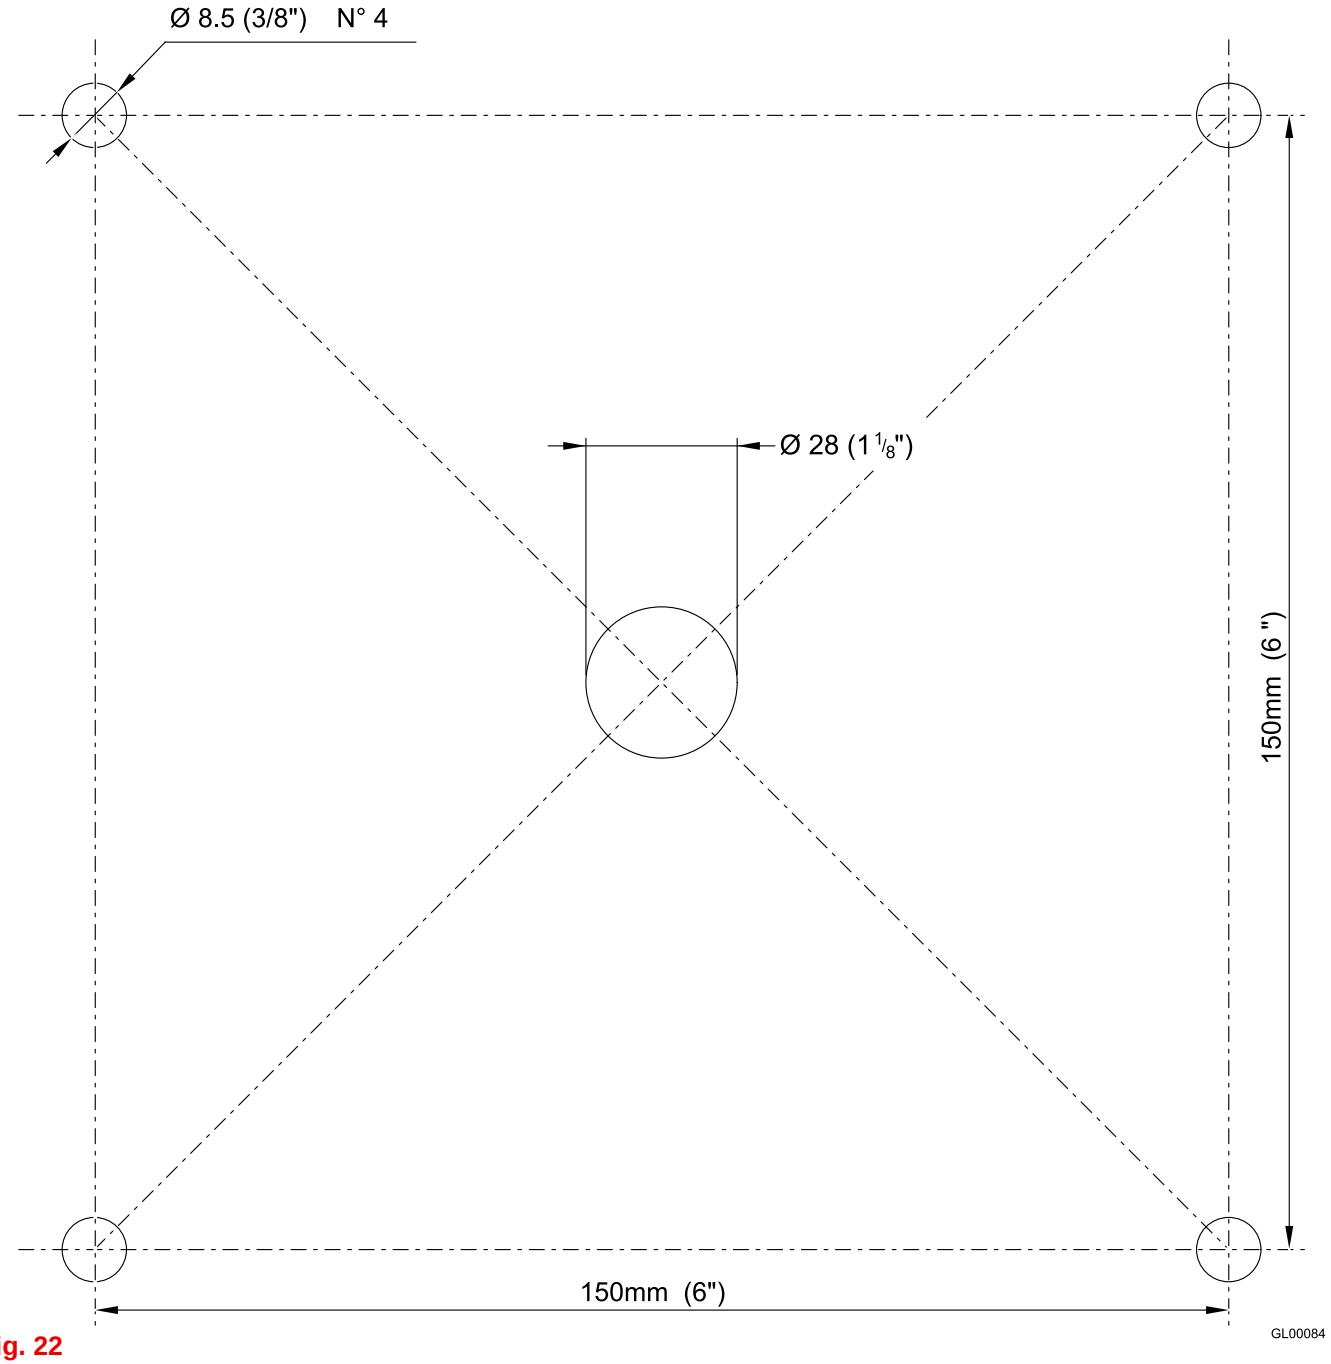

Fig. 22
7. L'unità di controllo può essere fissata ad una parete verticale tramite l'ausilio del telaio di copertura ad incastro Vimar ® fornito assieme all'antenna. Praticare in tal caso un foro con un seghetto alternativo utilizzando come dima il template di Fig. 22.